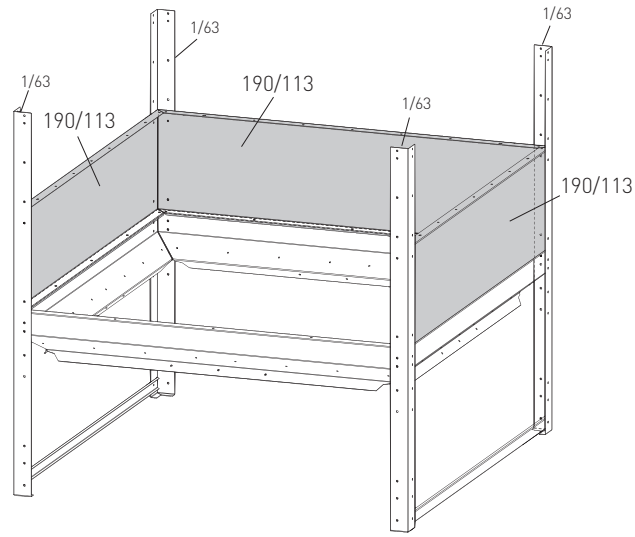

Fig. 8 Montaggio 1a fila di pareti laterali
1. Montare tutt'intorno la 1a fila di 3 pareti laterali. Bordo ripiegato per 9 mm verso il basso, avvitare a mano 3 pareti laterali (190/113) solo al profilo angolare di supporto (1/63) e non ancora orizzontalmente – Fig. 8.